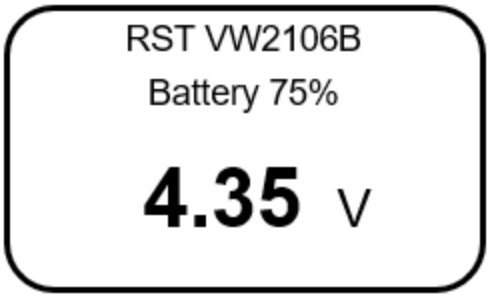

FIGURE 5-3 BATTERY VOLTAGE SCREEN
3. The readout will display the current battery status, as illustrated in Figure 5-3.